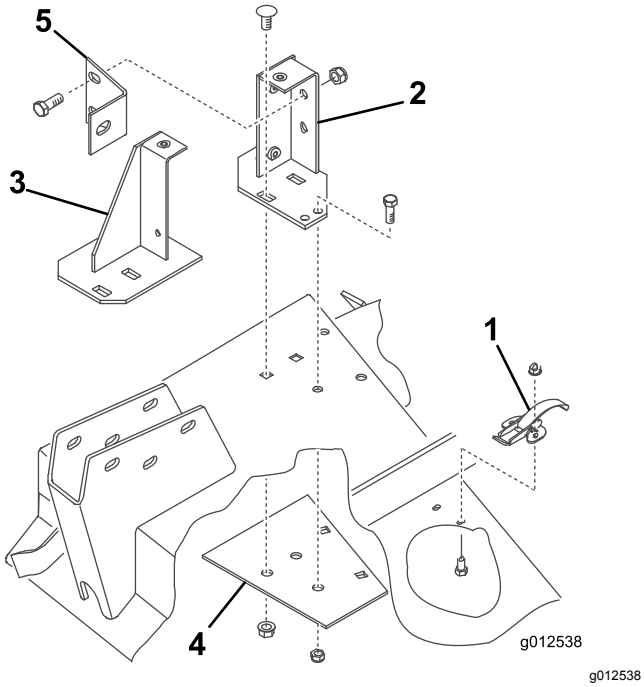

Figure 9
1. Retirez les fixations qui maintiennent la fermeture à ressort du couvercle droit sur le côté droit de l'unité de coupe (Figure 9). Déposez et conservez le verrou pour une prochaine utilisation avec le couvercle droit.
2. Placez le ventilateur et les supports de fixation sur le plateau, en alignant les trous de montage et les trous utilisés précédemment pour monter le déflecteur d'herbe. La Figure 9 montre le ventilateur déposé des supports. Veillez à maintenir un espace suffisant entre le ventilateur et le plateau de coupe.
3. Placez le nouveau renfort sous le plateau de coupe en alignant les trous de montage et les trous utilisés précédemment pour monter le déflecteur d'herbe (Figure 9).
4. Fixez les supports avant et arrière ainsi que le renfort sur le plateau au moyen de 2 boulons de carrosserie (⅜"-16 x ⅞") et écrous à embase retirés précédemment (Figure 9). La tête des boulons doit se trouver au sommet du plateau de coupe.
7. Fixez les supports et le renfort sur le plateau de coupe au moyen des boulons (5/16"-18 x ¾") et contre-écrous (Figure 9). La tête des boulons doit se trouver au sommet du plateau de coupe.
8. Fixez le raidisseur sur le support arrière à l'aide de 2 boulons (⅜"-16 x 1") et contre-écrous (Figure 9, et sur le bras pivotant à l'aide d'un boulon (⅜"-16 x 1").